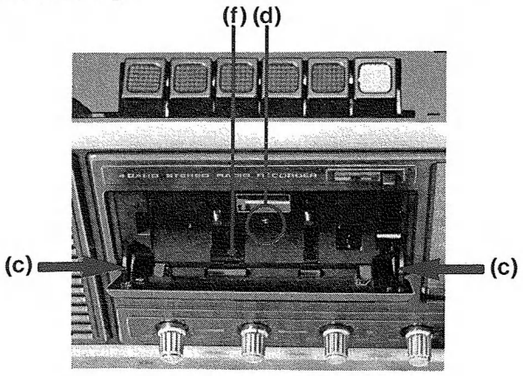

Bild 3
Bandsortenschalter in Stellung Cr stellen. — **Bild 3**
2. die Feder **(f)** beim Einbau nicht verklemmt bzw. in die vorgesehene Öffnung im Gehäuse-Vorderteil eingeschoben wird. — **Bild 3**